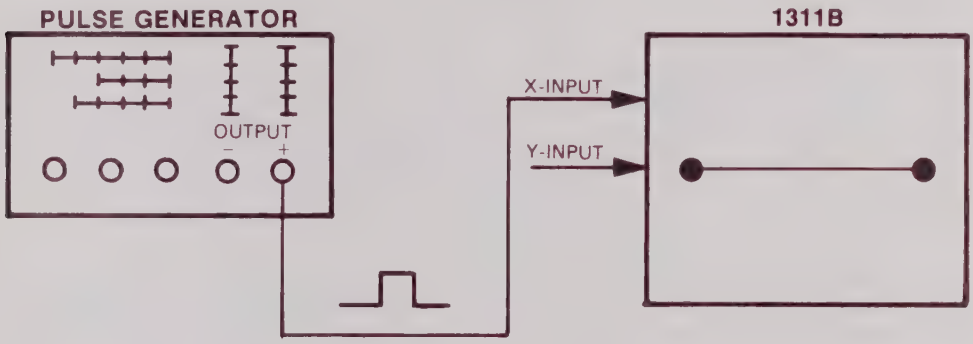

Figure 4-4. Repeatability Test Setup
a. Connect equipment as shown in figure 4-4.
b. Set frequency of pulse generator for a 10 kHz signal. Adjust display POSITION controls to bring trace on screen. Set pulse generator amplitude for full screen deflection. (See figure 4-4).